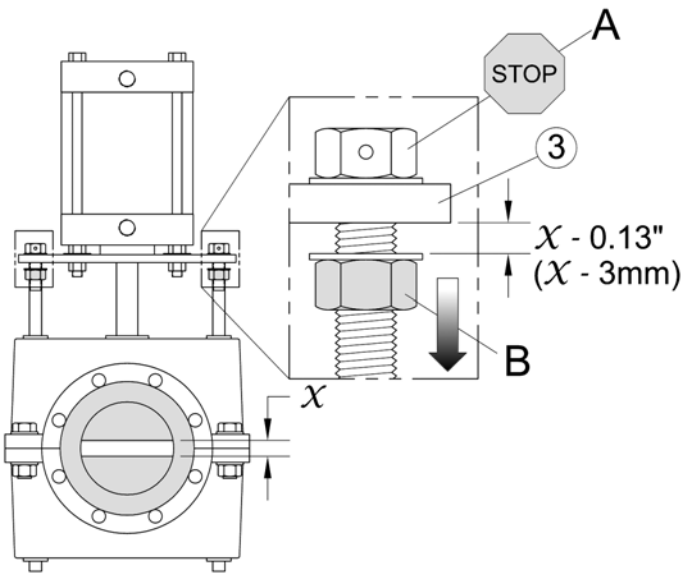

Figure 5: Move the B-nuts away from the fastening plate..
STEP 5: Determine the size of the gap, X, inside the RF Valve®. Now turn both B-nuts away from the fastening plate ③ a distance X – 0.13" (or X – 3mm).
DO NOT turn the B-nuts away from the fastening plate ③ more than the measurement, X! (Fig. 5).